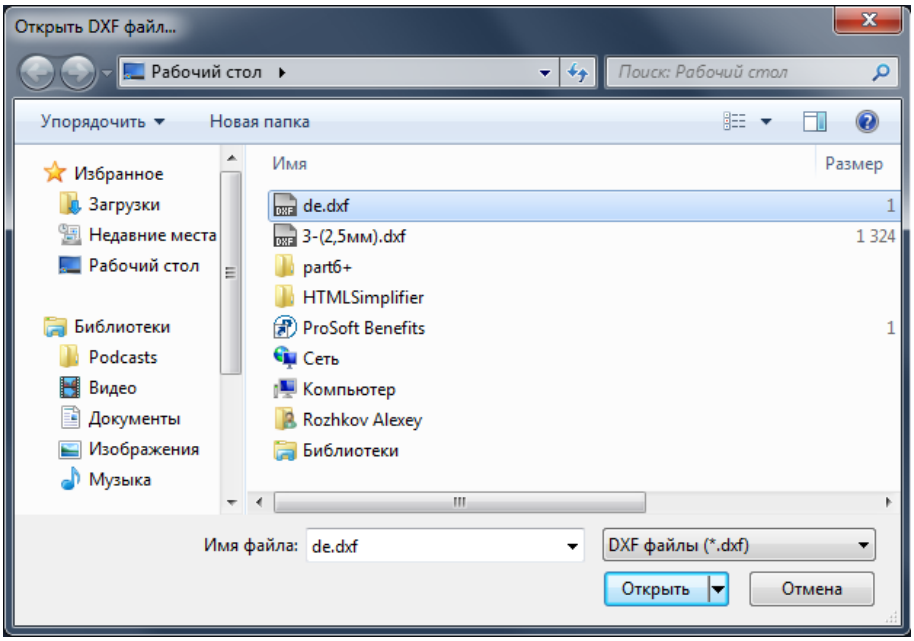

Рис. 695. Окно выбора файла для импорта
6. В отобразившемся стандартном окне операционный системы выбрать файл с расширением ***.dxf***, из которого будет осуществляться импорт, см. Рис. 695.